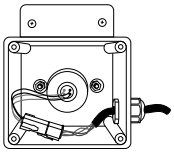

FIGURE 2
2. Once the UV bulb has cooled off remove the CLEAR**RAY** System enclosure cover (9) and gasket (8) by removing the four screws (10). This will expose the UV bulb and connections, Figure 2.